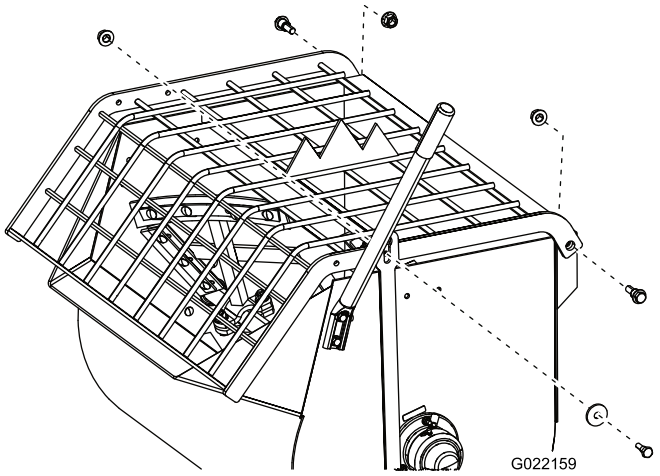
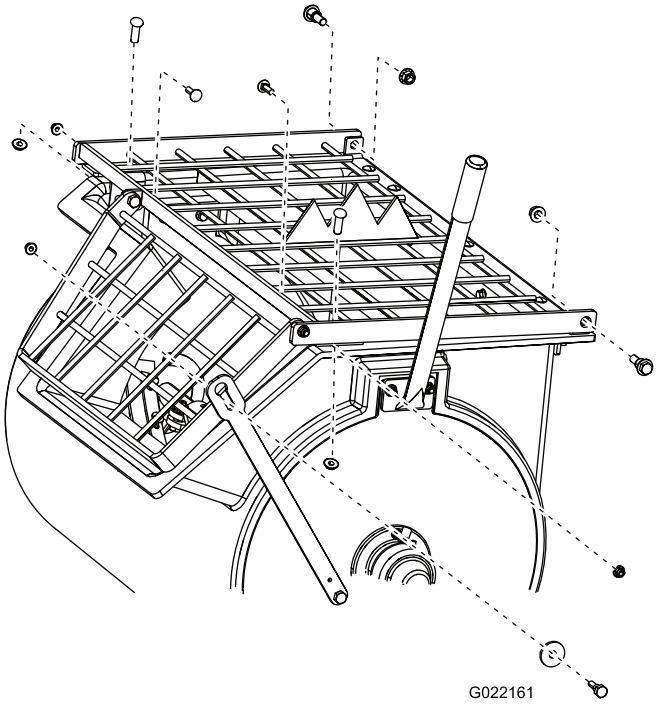
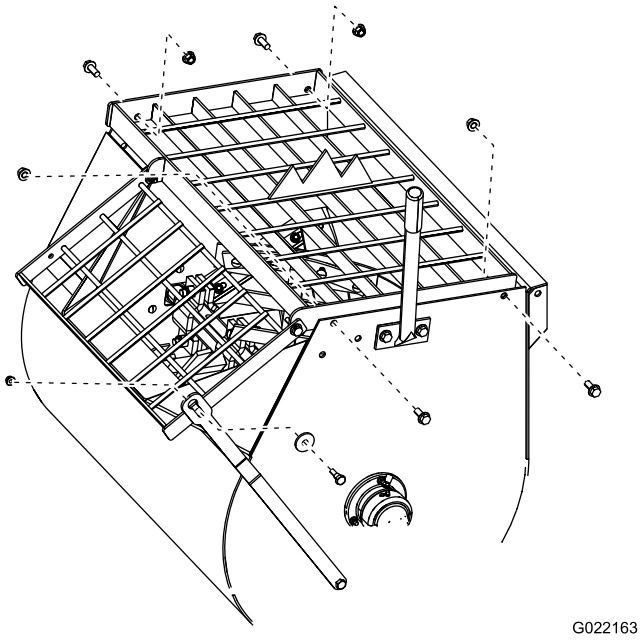

Figure 41
Figure 42
Figure 43
3. Retirez les écrous et boulons qui fixent la grille à la cuve, et déposez la grille (Figure 41, Figure 42 ou Figure 43).